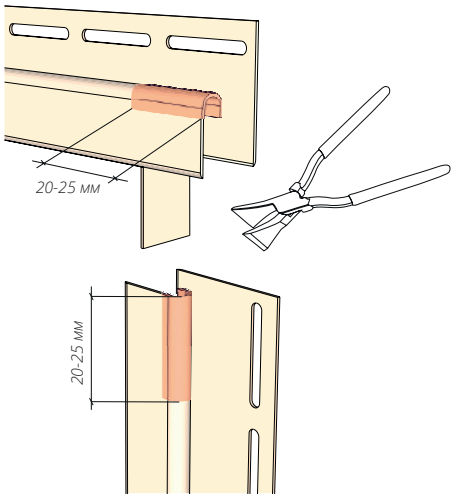

Рисунок 44
**14.6** В случае если лицевые части J-профиля выступают, их нужно подрезать, подогнать (рис. 43). Обожмите края J-профиля (рис. 44) используя клещи. При соединении J-профиля под 45° обжим делать не нужно. Соединение с противоположной стороны J-профиля делается аналогично. После монтажа J-профили должны оставаться подвижными.